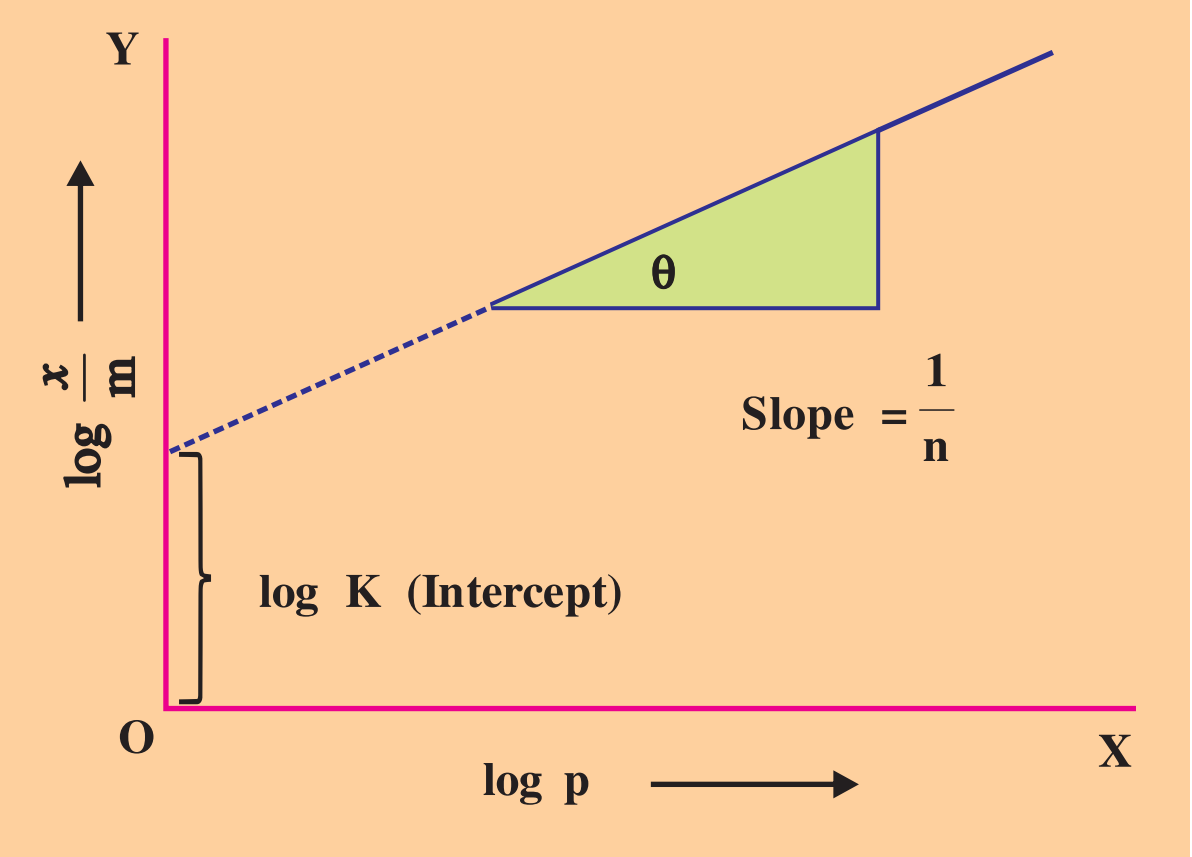

Fig. 2.2 Freundlich isotherm
where $\frac{x}{m}$ is the adsorption per gram of absorbent in which m is the weight of adsorbent and x is the pressure (P) of the adsorbed gas. K and n are constants which depend on nature of gas and the temperature. This is called Freundlich adsorption isotherm. The graph shown in fig. 2.2 shows Freundlich adsorption isotherm. The value of specific adsorption $\frac{x}{m}$ increases with increase in pressure; but as n > 1 the value of $\frac{x}{m}$ does not increase so suddenly with increase of p. After certain pressure, the value of adsorption remains almost constant. This isotherm curve is called Freundlich adsorption isotherm. Taking logarithm of equation 2.1
As this equation is of the type Y = C + mX if the graph of $\log \frac{x}{m}$ versus log p is plotted a straight line will be obtained which is shown in fig. 2.2.